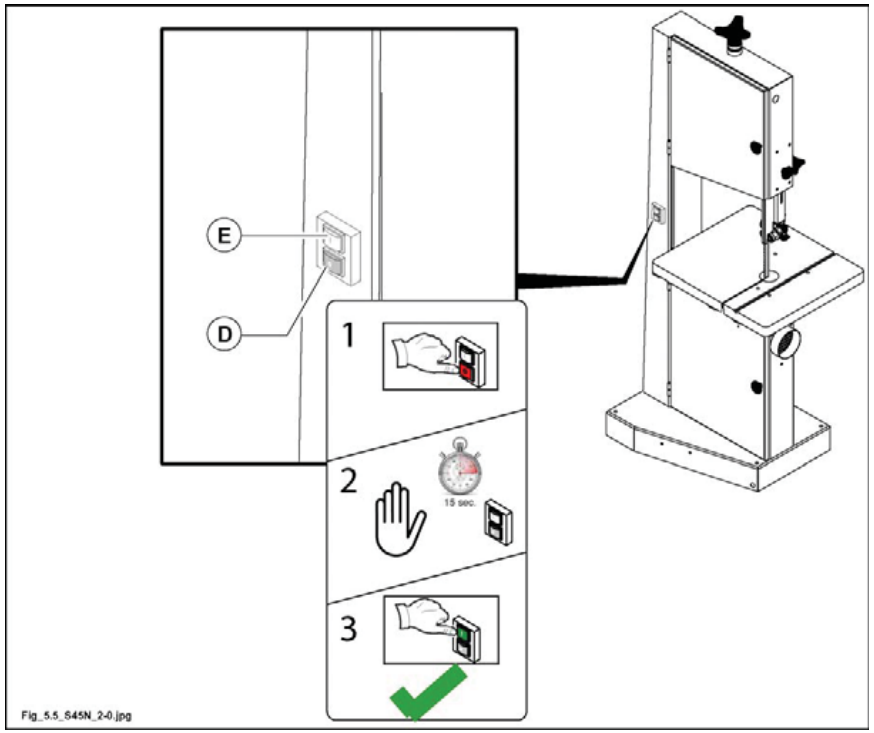

Fig. 5.5
1) Press the (E fig. 5.5) button.
1) Press the (D fig. 5.5) button.